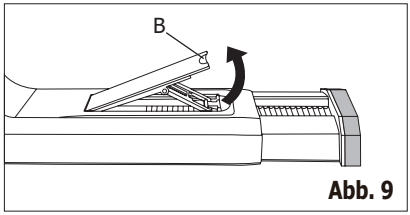

Abb. 9
1. Öffnen Sie den Fensterflügel und heben Sie den Verriegelungshebel der ausziehbaren Fensterleiste an (Abb. 9)